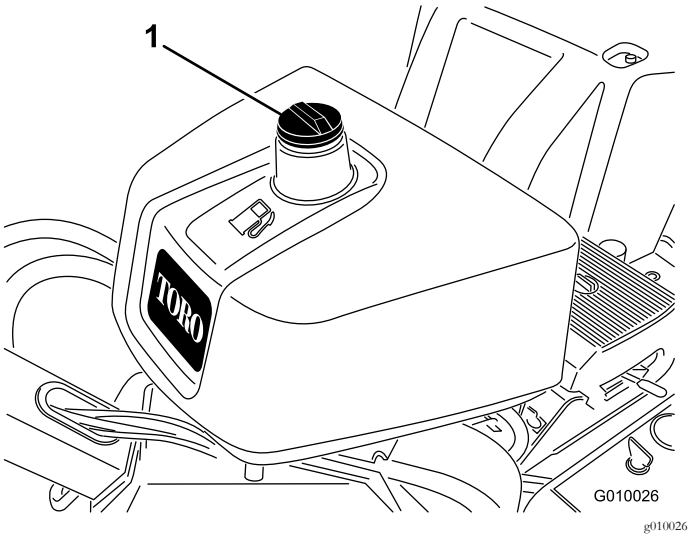

Rysunek 15
2. Oczyść okolice korka zbiornika paliwa, po czym odkręć korek (Rysunek 15).